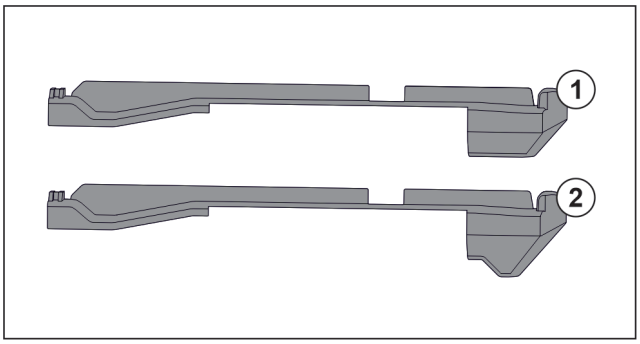

Fig. 141 Compararea pieselor de fixare
În aparat există două piese diferite de fixare. Piesa de fixare de deasupra sertarului de jos *Fig. 141 (2)* are o margine triunghiulară. Toate celelalte piese de fixare *Fig. 141 (1)* au o margine dreaptă.
▶ Montați piesa de fixare *Fig. 141 (2)* cu marginea triunghiulară peste sertarul de jos.
▶ Montați piesa de fixare *Fig. 141 (1)* cu marginea dreaptă la toate celelalte poziții.